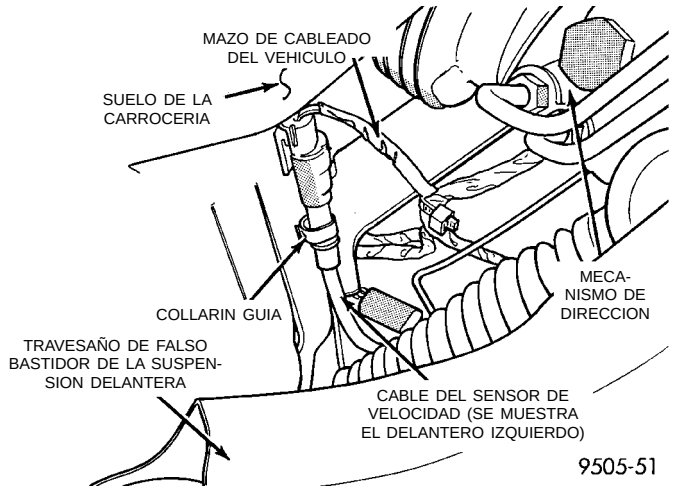

Fig. 30 Conexión del cable del sensor de velocidad al mazo de cableado
(1) Eleve el vehículo en gatos fijos o centrado en un elevador de contacto de bastidor. Para informarse sobre el procedimiento de elevación requerido que debe utilizarse en este vehículo, consulte Elevación en la sección Lubricación y mantenimiento de este manual.
(2) Retire el conjunto de rueda y neumático del vehículo.
(3) Desenchufe el conector del cable del sensor (Fig. 30) del mazo de cableado del vehículo. Retire el collarín (Fig. 30) que fija el conector del cable del sensor de velocidad a la carrocería del vehículo.
(1) Conecte el conector del cable del sensor de velocidad de rueda en el mazo de cableado del vehículo (Fig. 30).